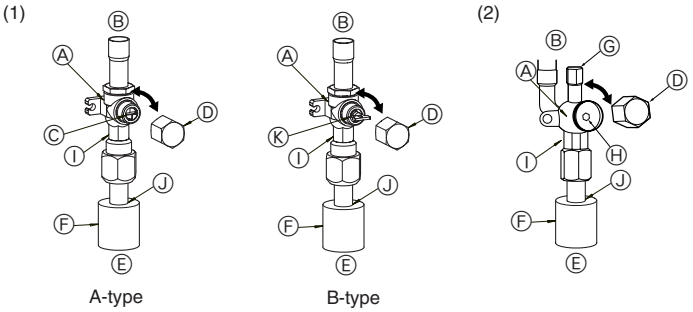

Fig. 4-5 **Fig. 4-6**
(1) Gaszijde van de P100-P140 (Fig. 4-5)